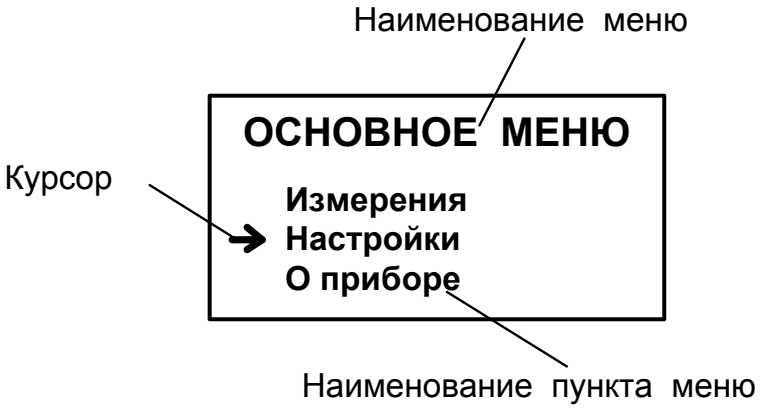

Рис.1. Вид окна индикации меню.
1.1.2. Окно индикации меню (рис.1) содержит: